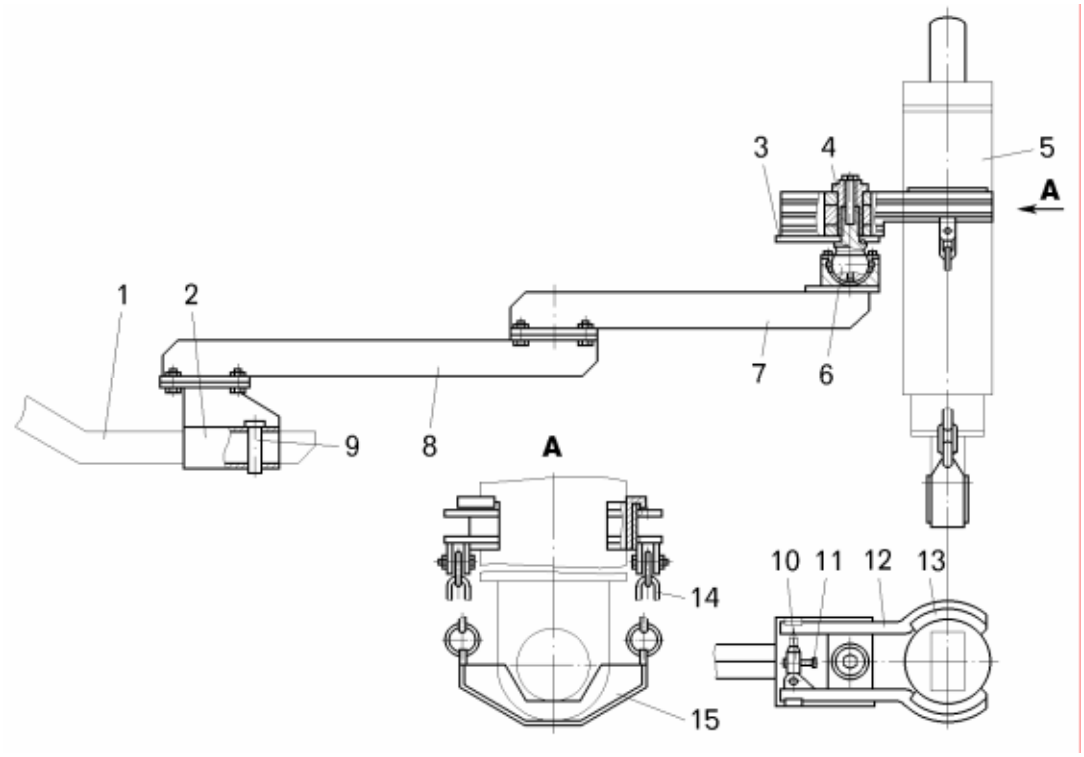

Рисунок 14.3 – Приспособление для снятия и установки цилиндров опрокидывающего механизма:
– установить захватное устройство приспособления для снятия цилиндров (смотри рисунок 14.3) на цилиндр и надежно застопорить;